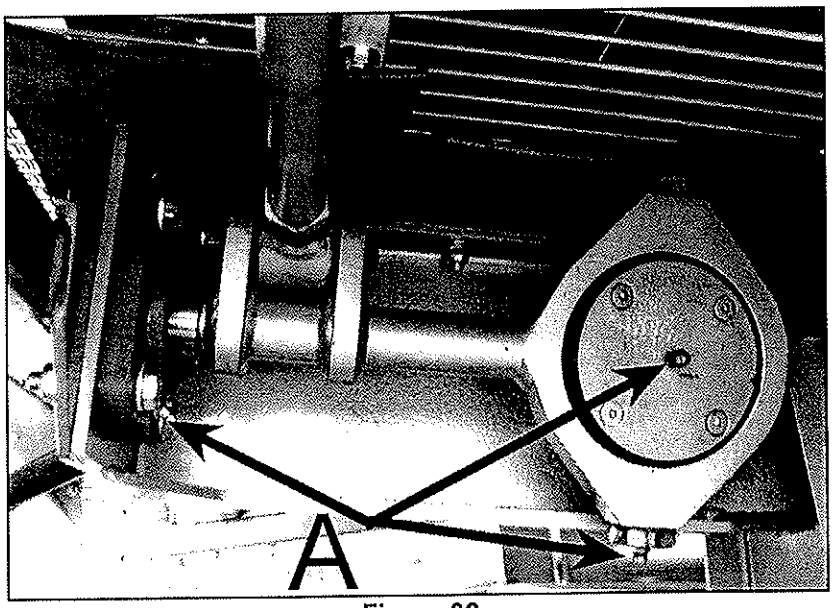

Figure 32
- Les paliers des grilles vibrante (figure 32, repère A) si votre machine est équipée de ce système : 2 coups de pompe à graisse à chaque fois.